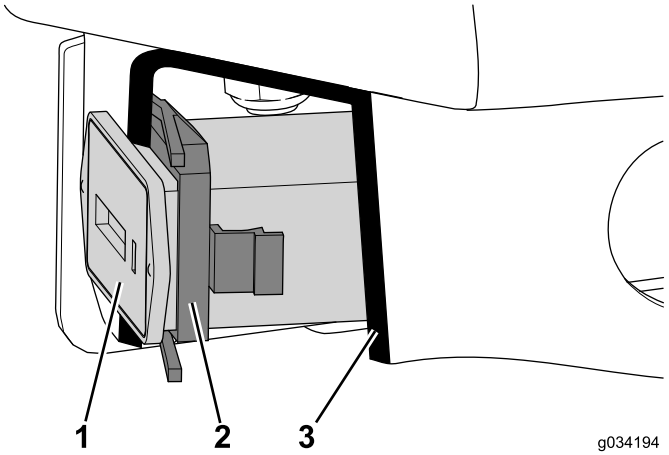

Figure 26
1. Press hour meter into the cutout until it is secure with the retainer (Figure 26).